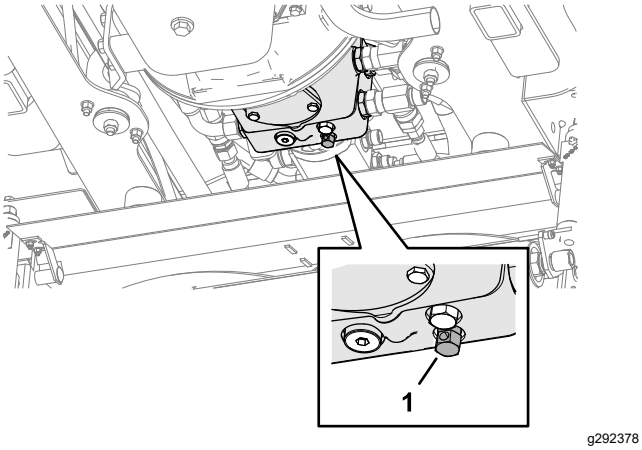

Rysunek 43
1. Zwolnij hydrauliczny hamulec roboczy, przekręcając zawór obejściowy znajdujący się pod pompą przeniesienia napędu o maksymalnie trzy obroty w lewo (Rysunek 43).